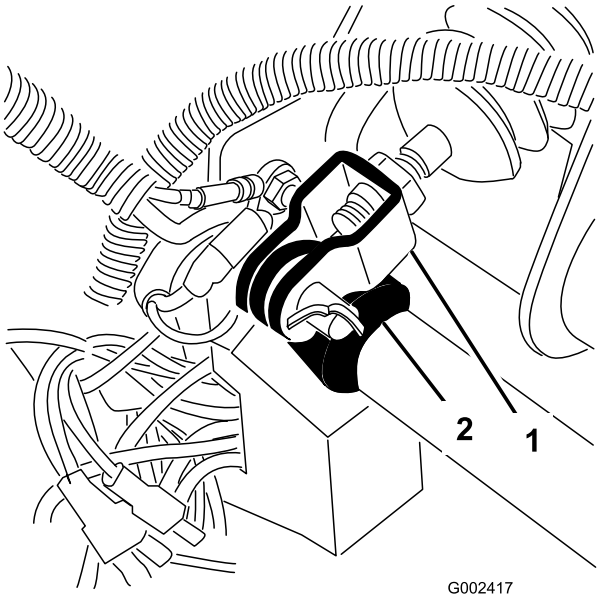

Figur 66
1. Fjern splinten og splittpinnene som fester hovedsylinderkrysshodet til bremsepedaltappen (Figur 66).